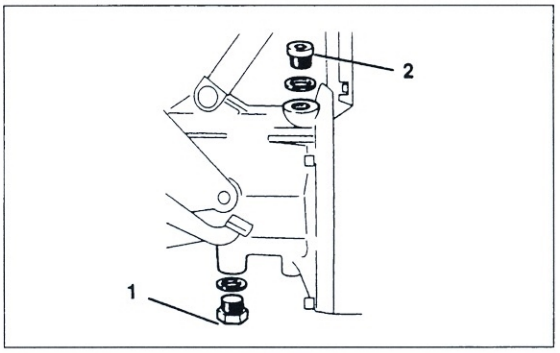

Bild 37
- Zur Ölstandkontrolle Einfüllschraube ② Bild 37 ausdrehen: Öl muss bis zur Strichmarkierung des eingesteckten Messwerkzeugs aus Bordwerkzeug reichen (Bild 38). Dabei muss Messwerkzeug auf Dichtfläche aufsitzen.
ter Ölablass stellen und Ablass-Schraube ① Bild 37 ausdrehen.